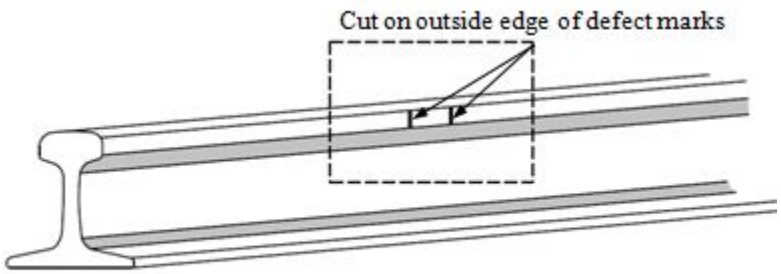

Figure 111G *Defect Marking*
- If rail is not cut and marks are visible, cut on outside of marks.(See Figure 111G)